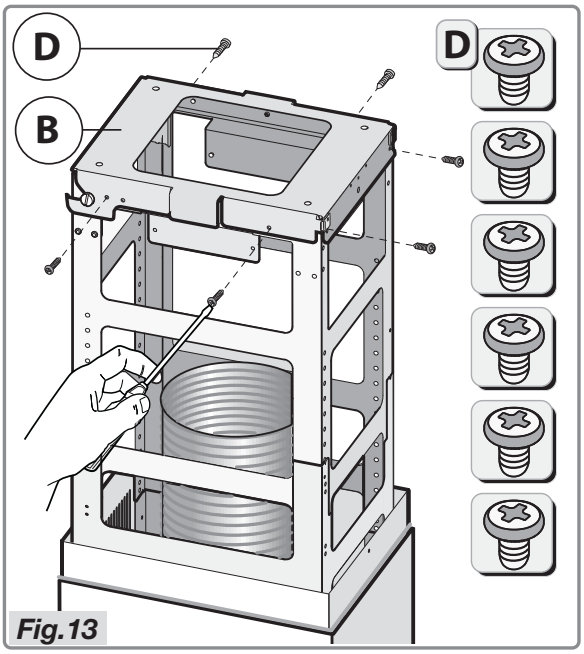

Fig.13
- **Let op!** Bevestig de kap rechtstreeks op de beugel **B** met de 6 schroeven **D** (Fig.13).